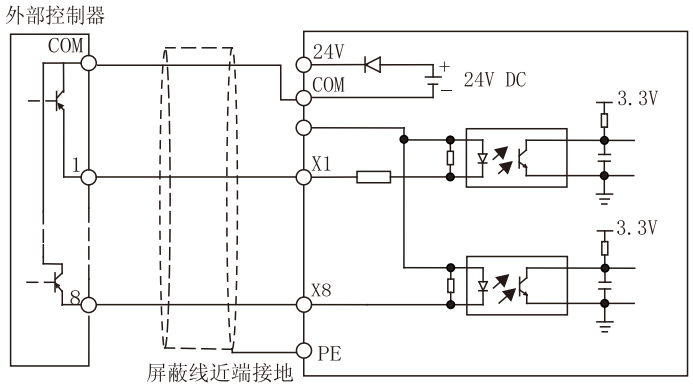

图 3-9 使用变频器内部+24V电源的漏极连接方式
2)使用变频器内部+24V电源，外部控制器为PNP型的共发射极输出的连接方式，如图3-9所示。